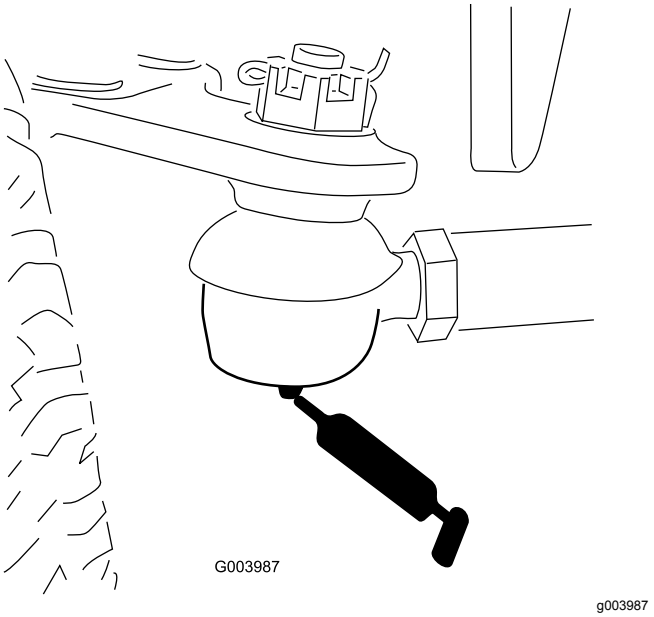

Figur 80
- Bagakslens forbindelsesstang (2) (Figur 80)